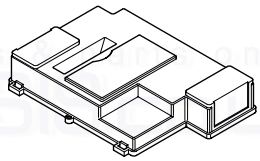

Fig. 25
3. Remove the control box cover securing screws. Disengage the barbs on the control box from the cover. Remove the cover (Fig. 25).